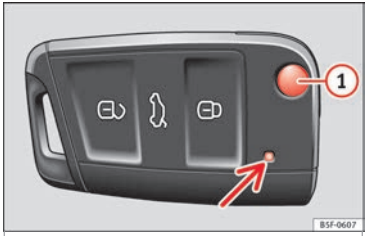
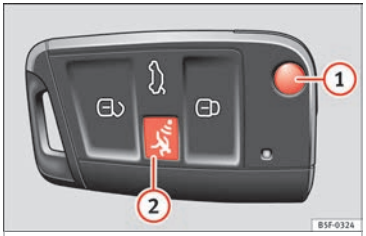

Fig. 128 Vehicle key
Fig. 129 Vehicle key with alarm button.
When a button on the vehicle key is pressed, the control lamp flashes ››› Fig. 128 (arrow) once briefly, but if the button is held down for a longer period the control lamp flashes several times, such as in convenience opening.
Press button (1) ››› Fig. 128 or ››› Fig. 129 to unlock and unfold the key shaft.
- **If the buttons of the vehicle key are pressed ››› Fig. 128 or ››› Fig. 129 or one of the central locking buttons ››› page 128 is pressed repeatedly in short succession, the central locking briefly disconnects as protection against overloading. The vehicle is then unlocked. Lock it if necessary.**